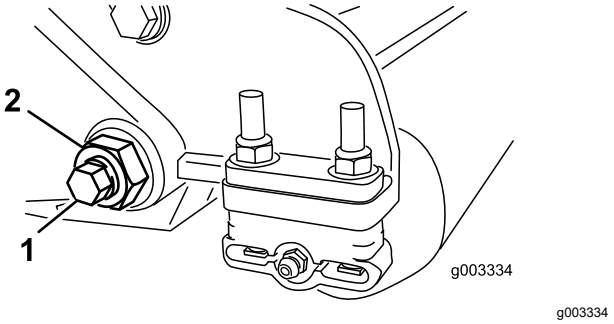

Figuur 30
3. Draai de borgmoer van de snijbalkbout op beide zijden van de machine los (Figuur 30).
4. Verwijder beide ondermesbalkbouten zodat de ondermesbalk omlaag kan worden getrokken en van de bout van de machine kan worden verwijderd (Figuur 30).